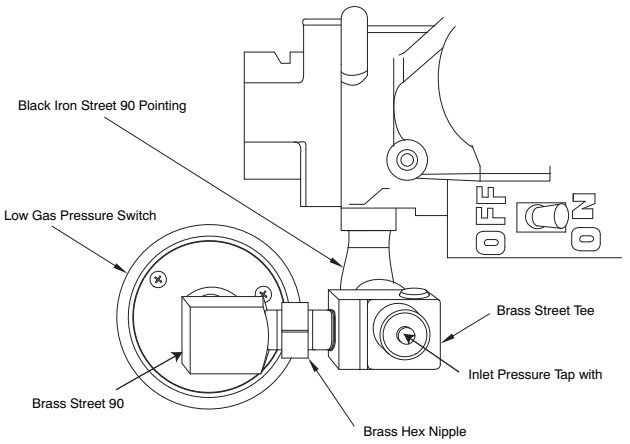

Fig. 25 - LGPS for 14-3/16-in. (360 mm) Casing or When Vent Passes Between Inducer and Burner Assembly
If the vent pipe passes between the inducer and burner assembly, or the furnace is a 14 3/16-in. (360 mm) wide casing, the switch may have been installed as follows. (See Fig 25.)
1. Remove low-gas pressure switch, brass street 90° elbow, brass Hex nipple, brass tee and black iron street 90° elbow from the gas valve inlet pressure tap. (See Fig 25.)